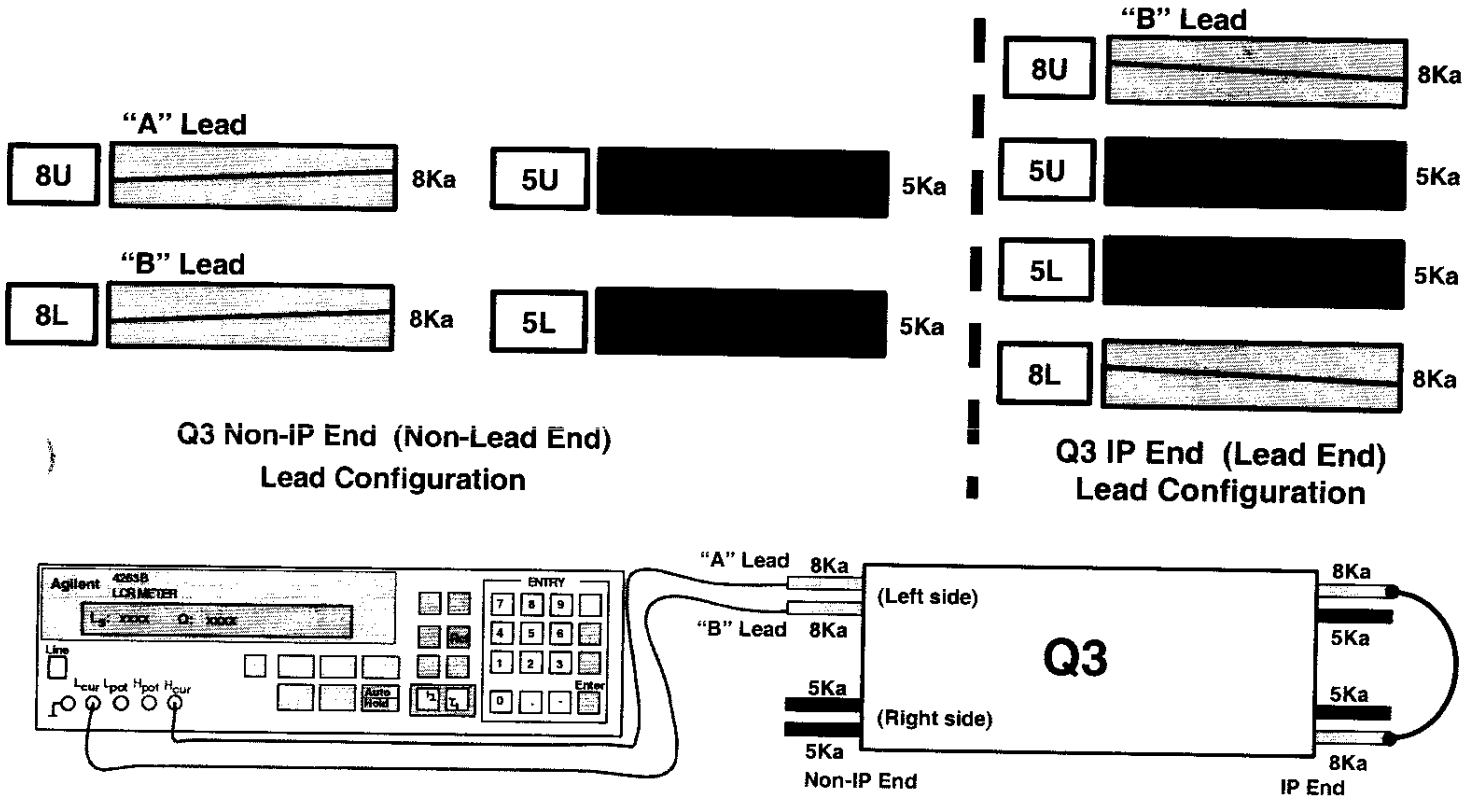

# Figure 16.1-B
6. Connect $H_{cur}$ to "A" power lead as shown in figure 16.1-B.
7. Connect $L_{cur}$ to "B" power lead as shown in figure 16.1-B.